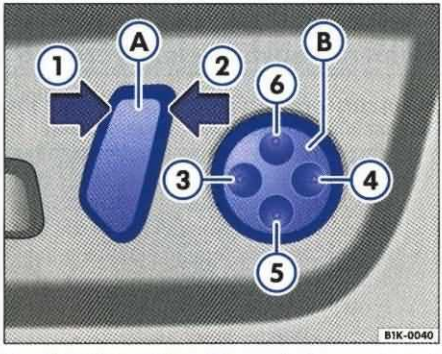

Rys. 62 Wyłącznikiem (A) ustawia się oparcie siedzenia, a wyłącznikiem (B) podparcie kręgów lędźwiowych
– Przesunąć wyłącznik ⇒ rys. 62 (A) w kierunku strzałki (1), aby ustawić oparcie siedzenia bardziej płasko.
– Przesunąć wyłącznik w kierunku strzałki (2), aby oparcie siedzenia ustawić bardziej pionowo.
- Wyłącznikiem ⇒ rys. 62 (A) ustawia się płynnie pochylenie oparcia siedzenia. ▶
- Wyłącznikiem (B) ustawia się płynnie podparcie kręgów lędźwiowych zarówno w górę jak i w dół. W wyniku regulacji, fragment oparcia w obszarze kręgosłupa wygina się bardziej lub mniej. W ten sposób szczególnie skutecznie wspomagane jest naturalne wygięcie kręgosłupa.